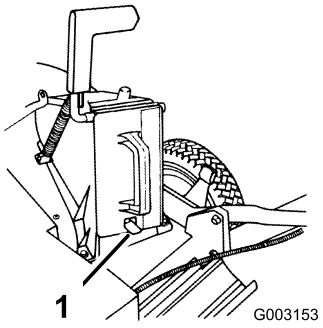

Figuur 8
3. Druk de afsluiter helemaal naar binnen totdat de veerklem op de onderkant van de afsluiter vastklikt op zijn plaats zodat de afsluiter stevig is bevestigd in het uitwerpkanaal (Figuur 8).